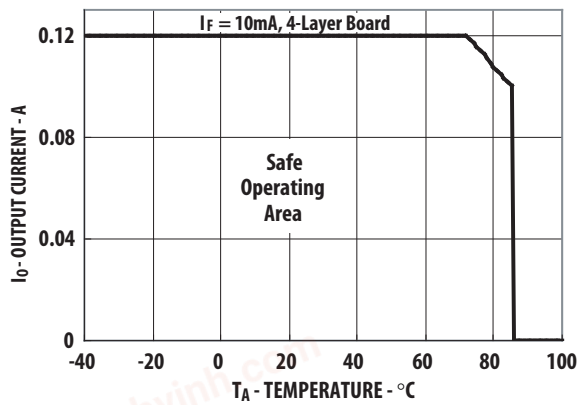

Figure 1. Maximum Output Current Rating vs Ambient Temperature (ASSR-4110-003E)
1. For derating, refer to Figure 1, 2, 3 and 4.
Figure 1, 2, 3 and 4 specify the maximum average output current allowable for a given ambient temperature. The maximum allowable output current and power dissipation are related by the expression $Rss=Po(max)/(Io(max))^2$ from which Rss can be calculated. Staying within the safe area assures that the steady state MOSFET junction temperature remains less than 125°C.